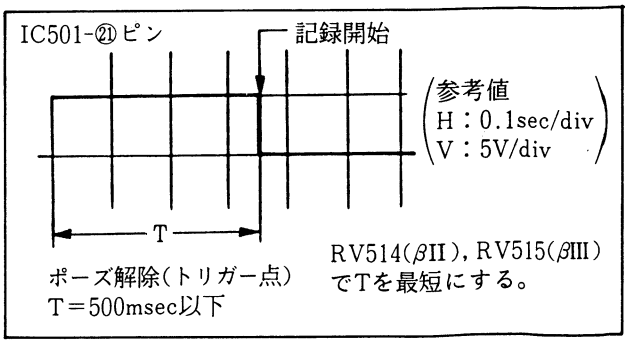

図5-22. つなぎ撮り調整
(1) ポーズモードにする。（3秒以上）
(2) 再度一時停止ボタンを押し，ポーズを解除してから(このときオシロスコープのトリガーがかかる前にトリガーレベルを調整する)，波形が立下るまでの時間Tが最短になる様にRV514(βII)，RV515(βIII)を調整する。（図5-22参照）